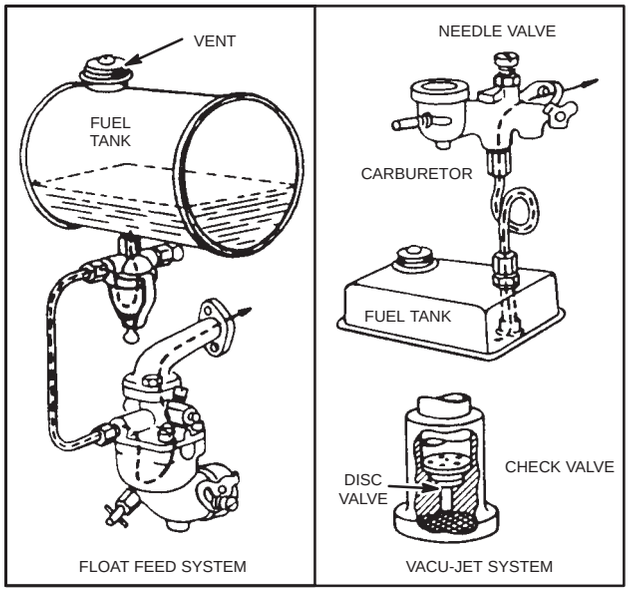

Fig. 123 – CARBURETORS
Three fuel supply systems are used on Briggs & Stratton engines: (1) Float Feed (Flo-Jet), (2) Vacu-Jet, and (3) Pulsa-Jet Fig. 123. The float feed system has the fuel tank above the carburetor level and the flow of fuel is controlled by the float and inlet valve in the carburetor. When the carburetor is fed by a fuel pump, the fuel tank can be mounted above or below the carburetor, the pump lift capacity being the the only limit. Vacu-Jet or Pulsa-Jet have the fuel tank below the carburetor and in most instances, the flow of fuel is controlled by a tank outlet (check valve) in the fuel tank. It is important that all parts be clean and free from dirt, gum, or varnish in order to operate properly. Use acetone or alcohol to remove gum or varnish.